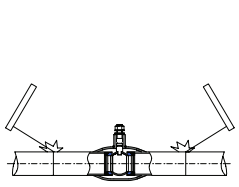

рис. 1
3. При приварке к горизонтальному трубопроводу для предотвращения возможного повреждения полированной поверхности шара кран должен находиться в положении «открыто» (рис.1).